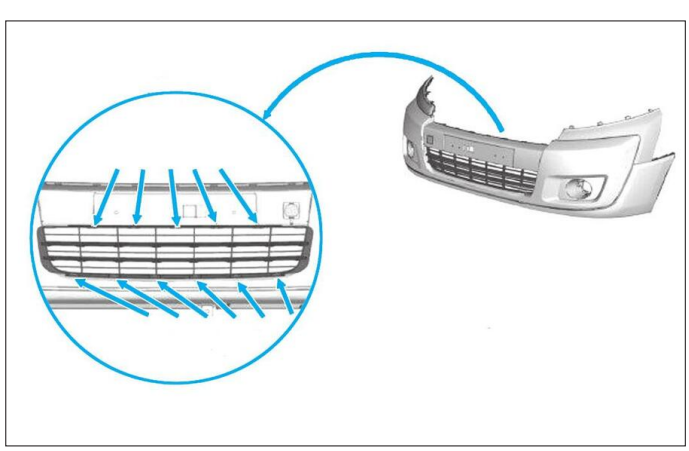

**Fig. 83**
- Dégrafer la calandre **(Fig.83)**.